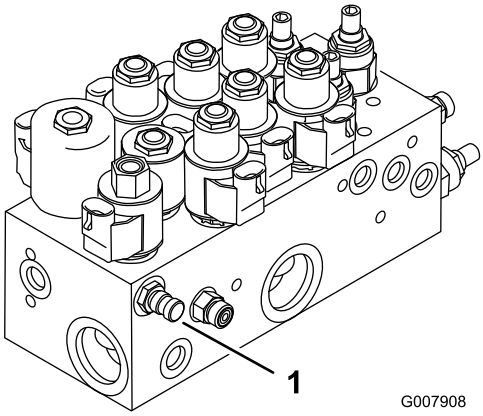
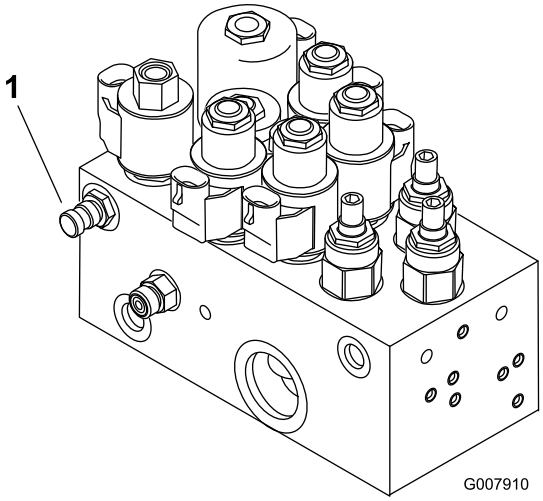

Bild 76
Bild 77
1. Mit dem Testanschluss A (Bild 76 und Bild 77) wird der Hydraulikschaltkreis für die Hubzylinder geprüft.